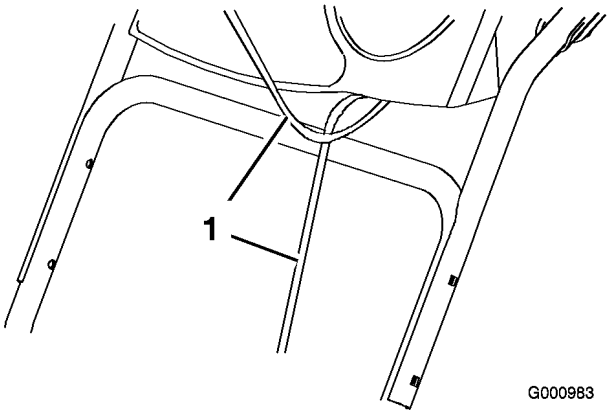

Figur 3
1. Lyft upp och rotera det övre handtaget och placera det över det undre handtaget (Figur 3).